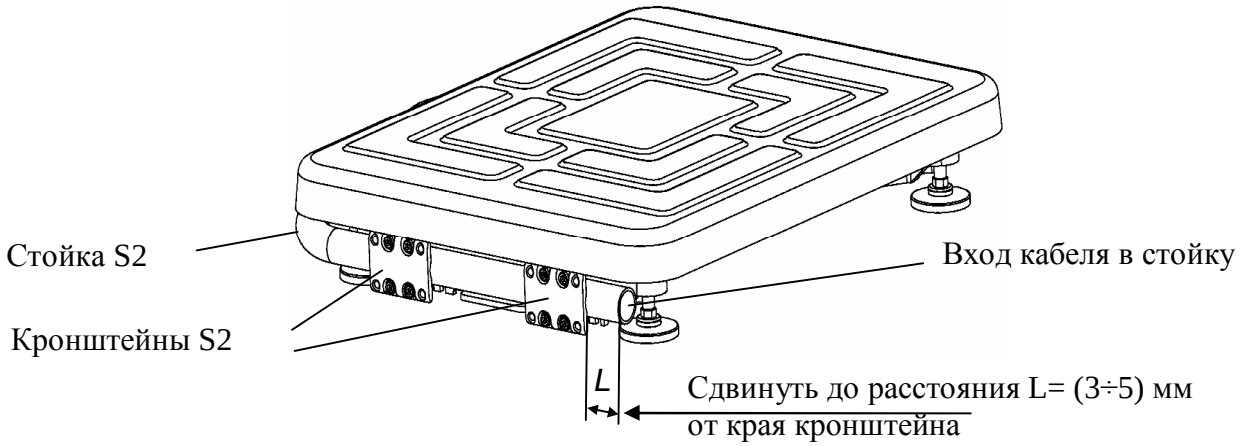

Рис. 6.2 - Крепление круглой вращающейся стойки
- в основании весов сдвинуть стойку в направлении указанном стрелкой (Рис. 6.2), обеспечив расстояние L = (3÷5) мм от ее края до края кронштейна;
- излишек кабеля на входе в стойку (Рис. 6.2) заправить внутрь стойки.